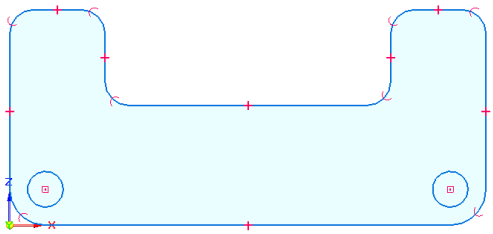

Figure 2-47 *Final profile for Tutorial 1*
7. Move the cursor over the center point of the lower right fillet and click when the concentric relationship handle is displayed. The final profile for Tutorial 1 is shown in Figure 2-47.